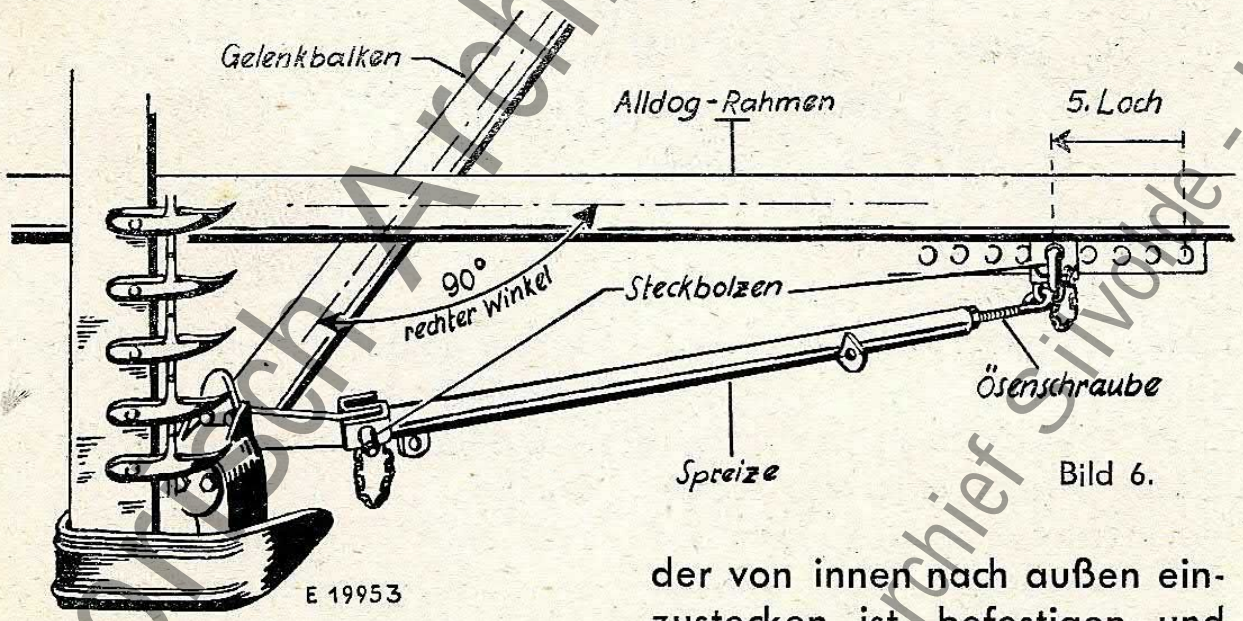

Bild 6.
**Spreize anbringen** (Bild 6).